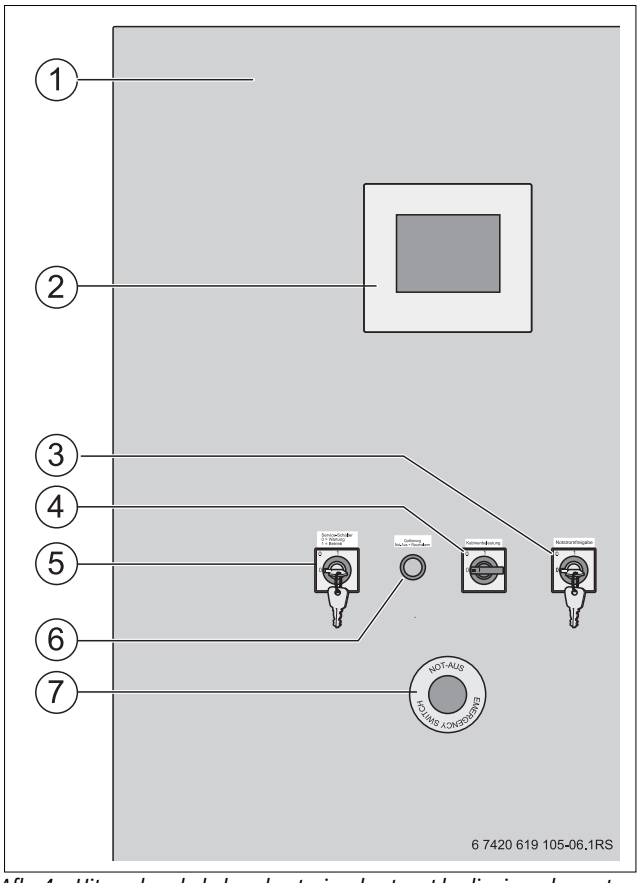

Afb. 4 Uitsnede schakel- en besturingskast met bedieningselementen
- NOOD-STOP (→ afb. 4 [7], pagina 12)